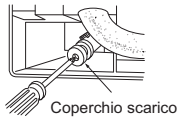

Fig. 3
4) Porre il coperchio dello scarico sulla sezione su cui il tubo di scarico deve essere applicato sul retro dell'unità interna. (Fig. 3)